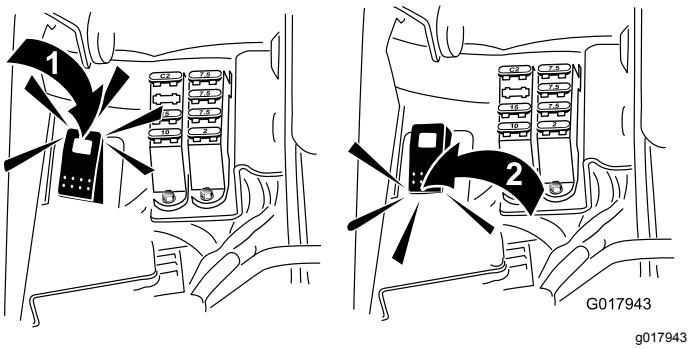

Figure 57
5. Amenez la commande de rodage à la position rotation arrière (R) (Figure 57).